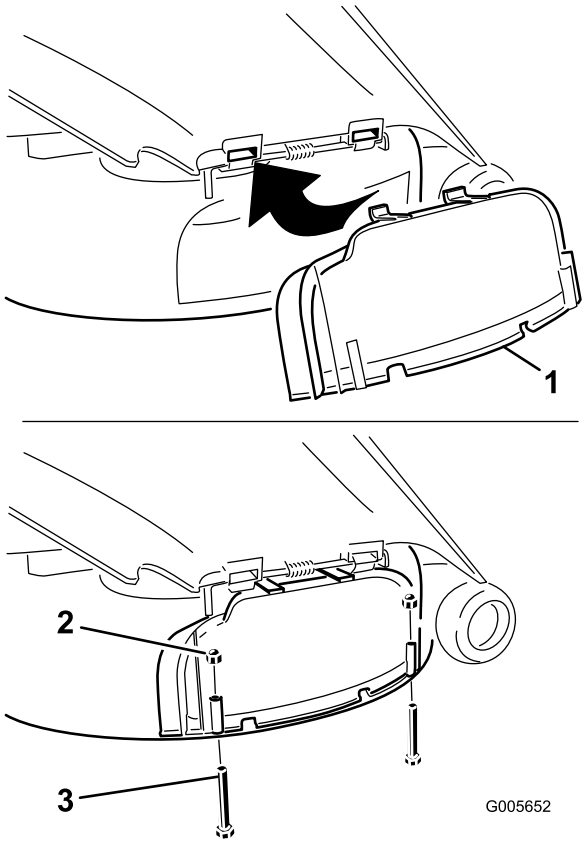

Figuur 27
4. Til de grasgeleider op en schuif de lippen boven op de afvoerafsluiter onder de bevestigingsstang van de grasgeleider door. Draai de afvoerafsluiter naar beneden op de opening en op de onderste lip van het maaidek (Figuur 27).
5. Zet de uitworpafsluiter vast aan de onderste lip van het maaidek met twee bouten (1/4 x 2-1/2 inch) en twee dopmoeren (1/4 inch) zoals wordt getoond in Figuur 27.